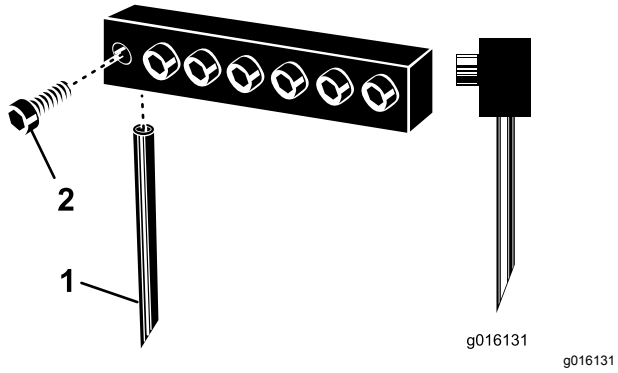

Figuur 30
3. Draai de klembouten los en verwijder de eerder gebruikte tanden (Figuur 30).
Opmerking: Plaats holle tanden met de sleuf naar de achterzijde. Volledig gevulde tanden moeten met de hoek van de punt naar de machine wijzen (Figuur 30).